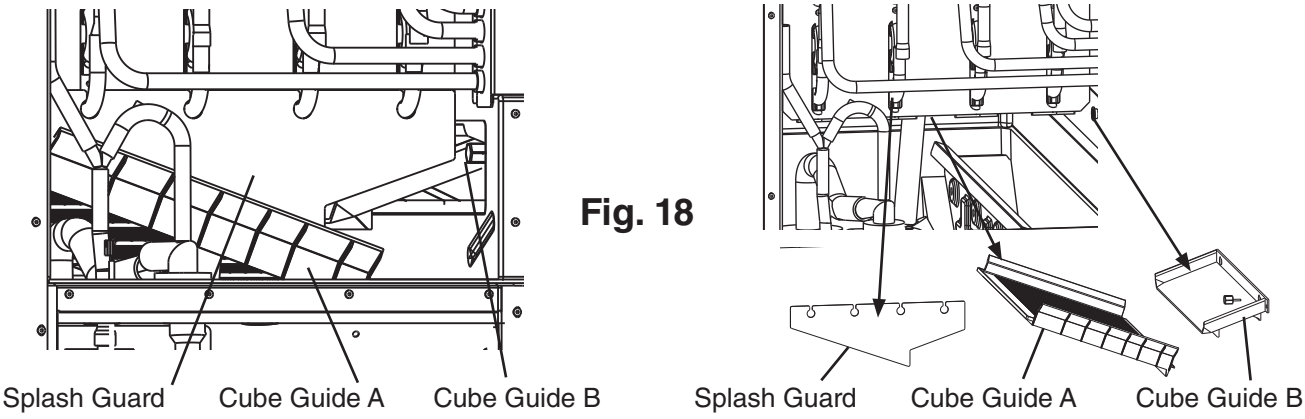

Fig. 18
3) Remove the splash guard and cube guide B. See Fig. 18. Next, slide cube guide A to the right and pull forward to remove cube guide A. ***NOTICE!*** **The rear evaporator plastic bracket must be pulled forward and up to allow removal of cube guide A.**